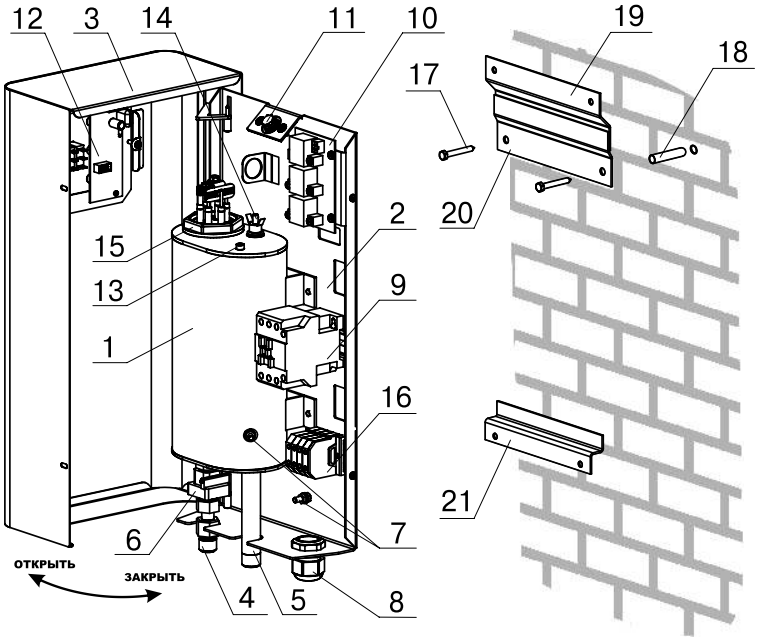

Рис.1 Конструкция электроводонагревателя и способ его крепления к стене
5.1.Электроводонагреватель (рис.1) состоит из водяного бака (1) с патрубками входа (4) и выхода (5) воды, имеющих резьбу G1/2-B. В бак установлен блок нагревательных элементов (15),датчик температуры воды (13) и датчик перегрева(14). Бак закреплен винтами на основании (2). Защитный кожух (3) выполнен из стального листа и служит для защиты обслуживающего персонала от ожогов и поражения электрическим током. Кожух подвешен на основании при помощи механизма, который позволяет открывать и закрывать его в направлении, указанном на Рис.1. При необходимости кожух можно легко снять с основания. Для этого необходимо отсоединить два разъема от блока управления (12), установленного на передней стенке кожуха (3), открыть и приподнять кожух до разъединения его с основанием. Установка кожуха производится в обратном порядке. В закрытом состоянии кожух фиксируется на основании с помощью двух винтов.
5.10. Для защиты от короткого замыкания в цепи управления на основании электроводонагревателя (2) установлен предохранитель блока управления (11 рис. 1).
6.2. Водонагреватель устанавливается в вертикальном положении, как показано на рис.1. Водонагреватель также можно установить в горизонтальном
- закрепить кронштейны 19 и 21 на основании водонагревателя с помощью винтов М6х10 с шайбами, как показано на рис.1. При установке электроводонагревателя в горизонтальном положении кронштейны установить на основание с поворотом на 90 градусов.
• закрепить кронштейн настенный (20) на вертикальной поверхности в необходимом месте с помощью шурупов с пластиковыми дюбелями и установить на него водонагреватель, как показано на рис.1.
• открыть кожух (3) как показано на рис.1, предварительно выкрутив два винта крепления кожуха.
• при питании электроводонагревателя от однофазной сети переменного тока 220В, 50Гц присоединить рабочий нулевой провод на клемму нейтраль (N) электроводонагревателя а фазный на клеммы А,В,С колодок клеммных (16), защитный нулевой провод (РЕ) должен подключаться к клемме «ЗАЗЕМЛЕНИЕ».
• для соединения клемм А,В,С в комплекте имеется специальная перемычка (только для ZOTA InLine 6; 7,5; 9кВт), которая устанавливается на колодках (16). закрыть кожух (3) как показано на рис.1 и закрутить винты крепления.